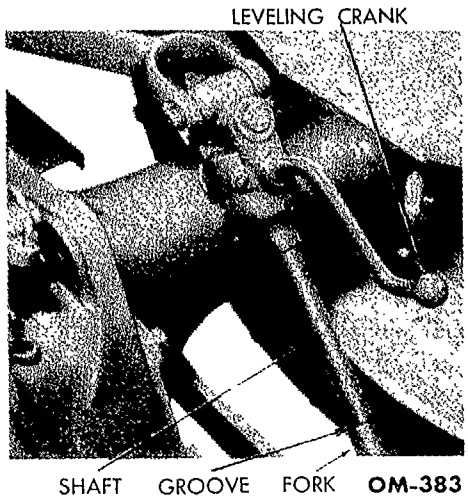

Fig. 7—Leveling Crank
h. Leveling Crank. Turning the leveling crank, located to the right of the operator and in back of the tractor seat, raises or lowers the right lower link. This action will level the 3-link mounted implements to give the desired performance. The two lower links are level when the groove on the shaft is just visible above the fork (fig. 7).